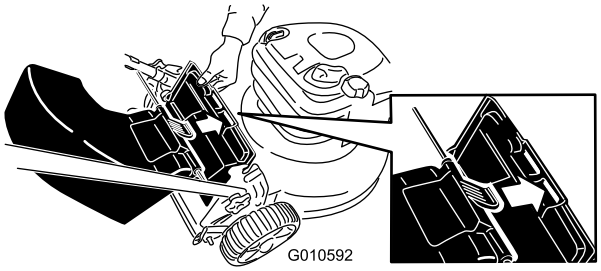

Figuur 16
3. Steek het lipje op de afvoergeleider in de sleuf aan de rechterzijde in de afvoergeleider (Figuur 16).